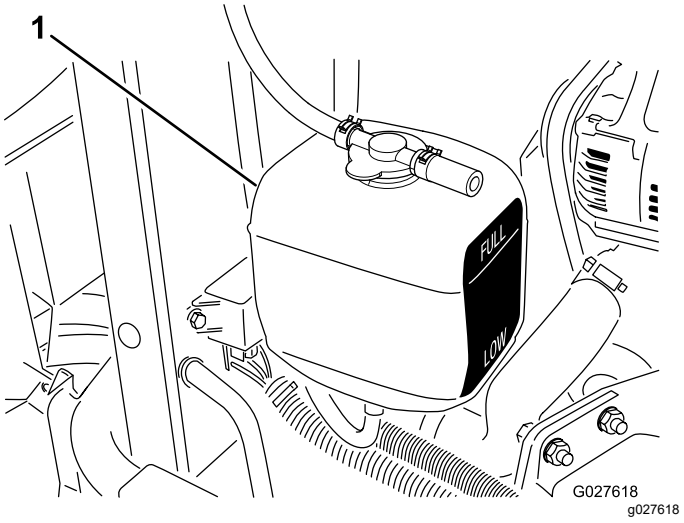

**Figur 81**
3. Kontrollera kylvätskenivån i expansionstanken (Figur 81).